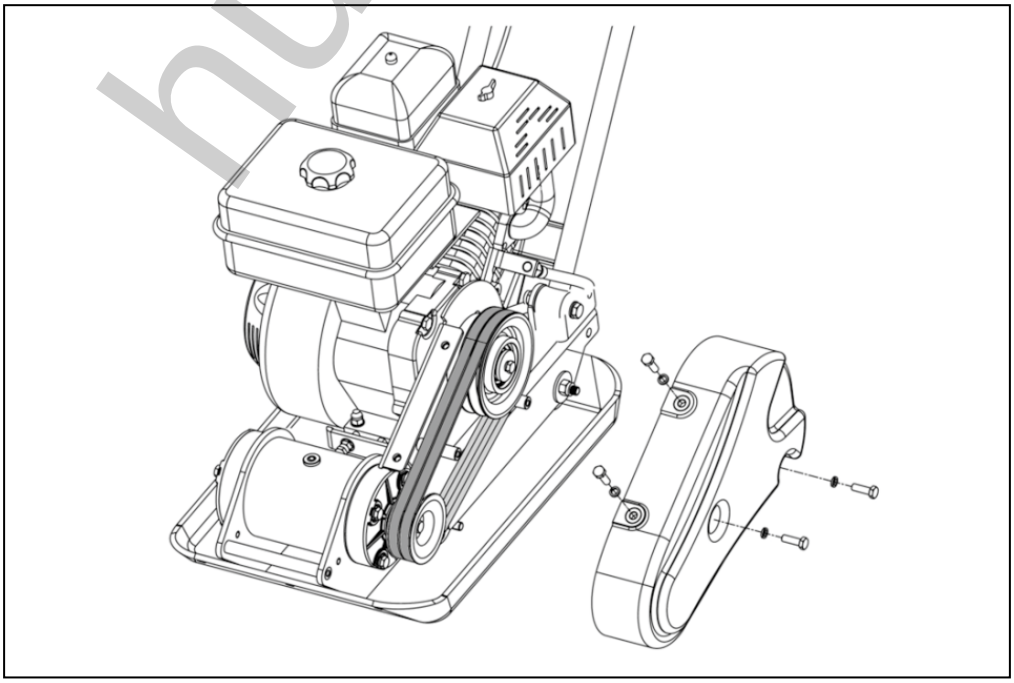

Рис. 22. Проверка состояния ремней на моделях VP-35, VP-35W, VP-60, VP-60W, VP-90W, VP-110W.
1. Открутить болты крепления и снять кожух защитного ремня, чтобы получить доступ к ремням (Рис. 22, 23).